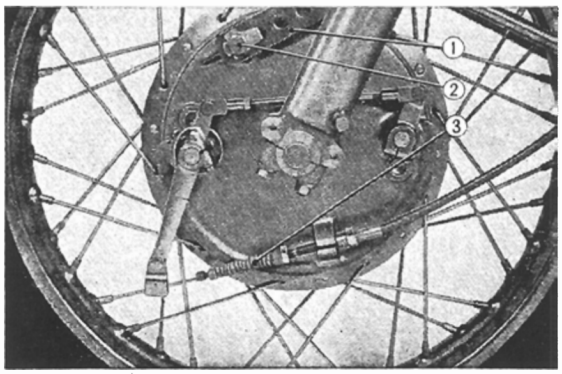

Fig. 4.74 Removing the front brake cable & torque link
① Front brake torque link
② Front brake torque link bolt
③ Front brake cable
2. Disconnect the front brake cable and the brake torque link. **(Fig. 4.74)**